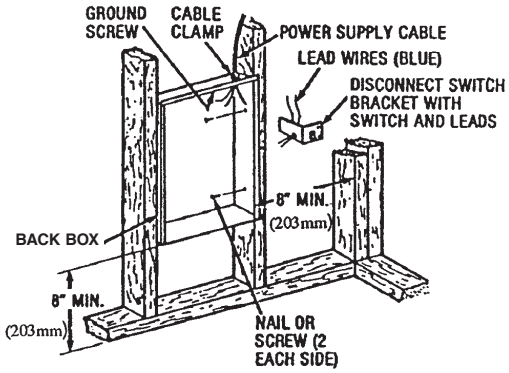

Fig. 1: Locating Recessed Back Box in New Construction
3. Power supply must enter back box through the knockouts in the RIGHT side of box(see Figure 1). See also TOP marking on the back box for proper orientation.
1. Mounting Back Box (See Figure 1).
c. Secure the back box in position with wood screws or nails as shown in Figure 1.
2. Power Supply Wiring (See Figure 1)